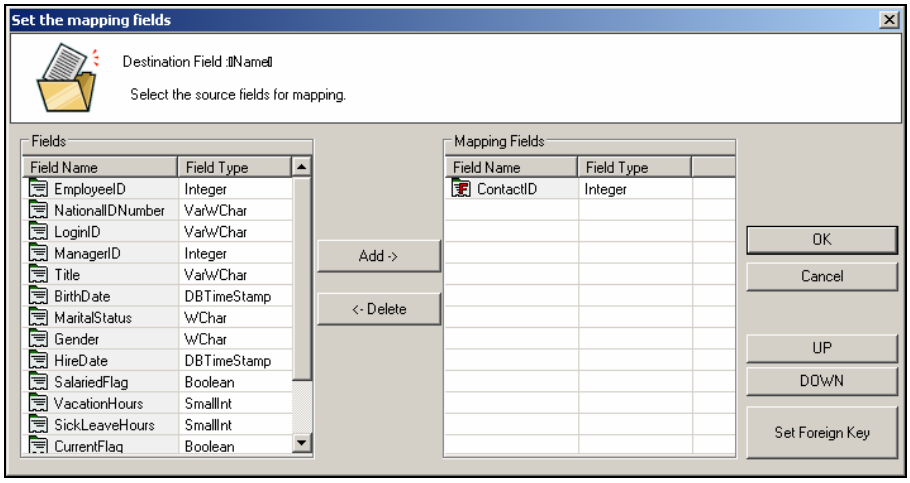

Figure 15-9
5. In the left side of the mapping field dialog box, select the field(s) of the source database corresponding to the Name field of the GV-ASManager database. Then click **Add**. In this example (Figure 15-9), the **Contact ID** field of the source database corresponds to the **Name** filed of the GV-ASManager database.